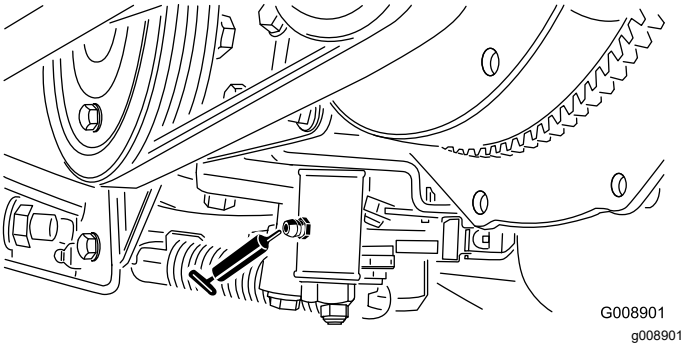

Figura 40
- Meccanismo di regolazione in folle (Figura 40)